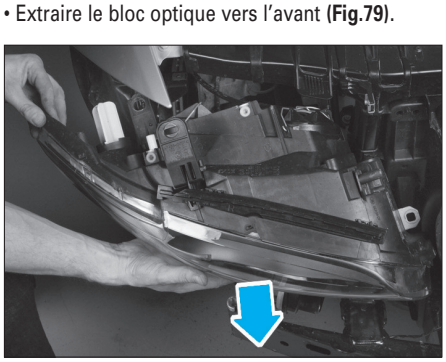

Fig. 79
• Extraire le bloc optique vers l'avant **(Fig.79)**.